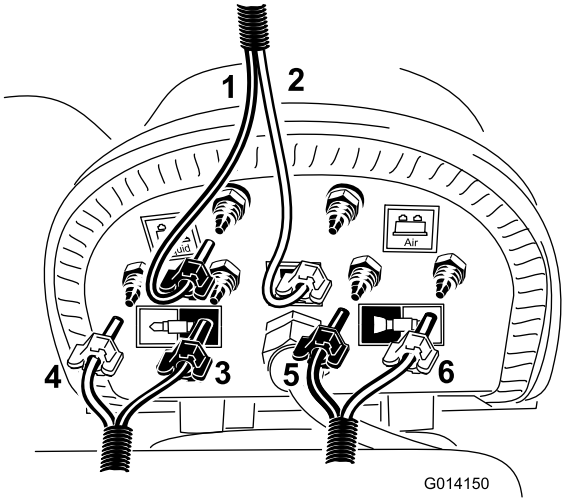

Figuur 16
C. Sluit de blauwe en de doorzichtige slang aan op de overeenkomstige ribbels bovenaan de compressor (Figuur 16).
F. Zoek de schuimslang die naar de linkerspuitboom gaat en sluit de blauwe en witte slang aan zoals op Figuur 16.
G. Zoek de schuimslang die naar de rechterspuitboom gaat en sluit de blauwe en witte slang aan zoals op Figuur 16.